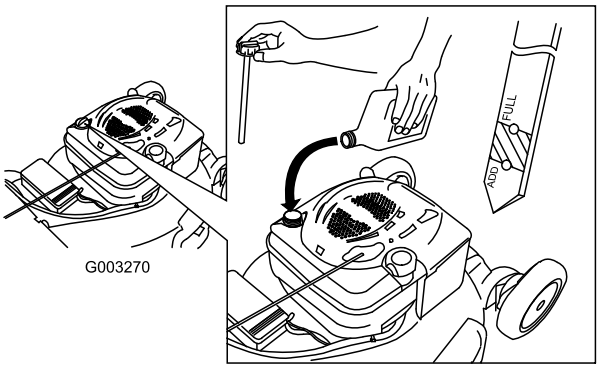

Figur 38
12. Ta ut peilestaven, og kontroller oljenivået. Se Figur 38.